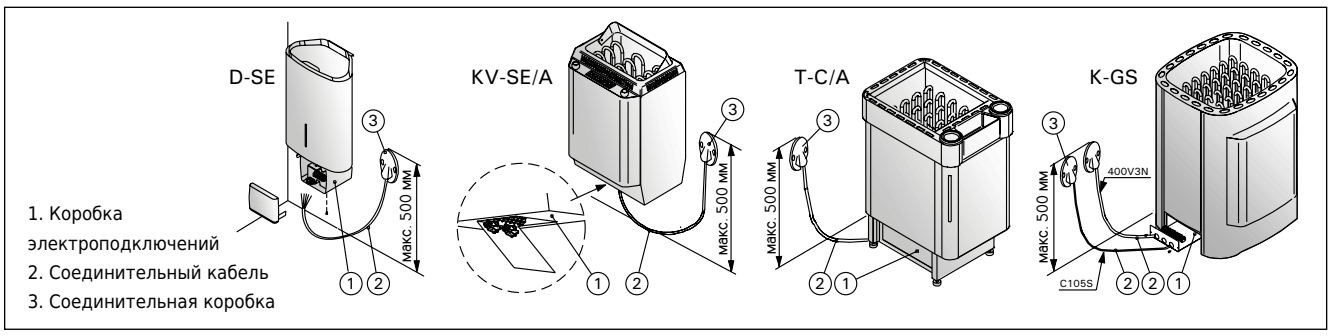

Рисунок 8. Установка каменки
- Каменка гибким проводом подсоединяется к соединительной коробке (рис. 8: 3) на стене сауны. Соединительная коробка должна быть брызгозащищенной и находиться на расстоянии не выше 500 мм от пола.
- В качестве кабеля (рис. 8: 2) следует использовать резиновый кабель типа H07RN-F или подобный. **ВНИМАНИЕ! Использование кабеля с ПВХ-изоляцией запрещено вследствие его разрушения под воздействием тепла.**